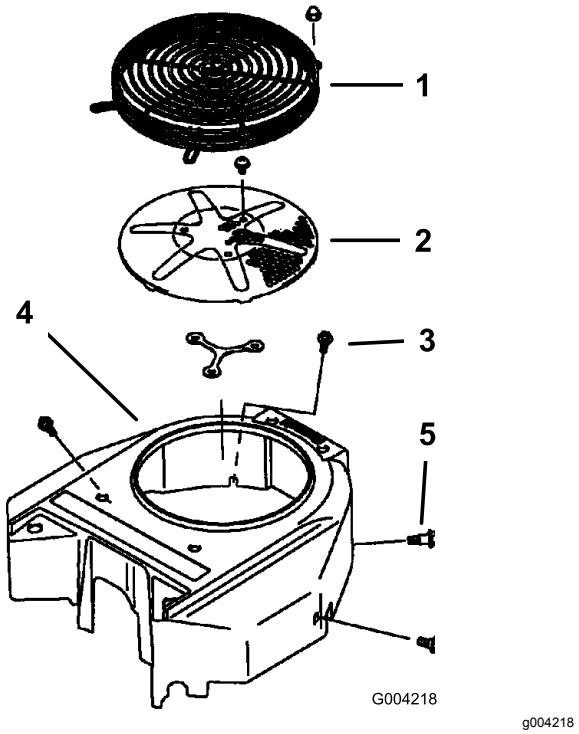

Figure 87
3. Déposez la grille d'entrée d'air, le lanceur et le carter du ventilateur (Figure 87).
5. Reposez la grille d'entrée d'air, le démarreur à lanceur et le carter du ventilateur (Figure 87).